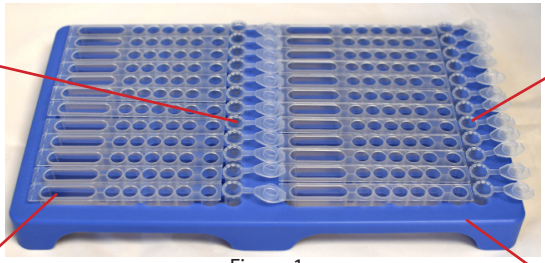
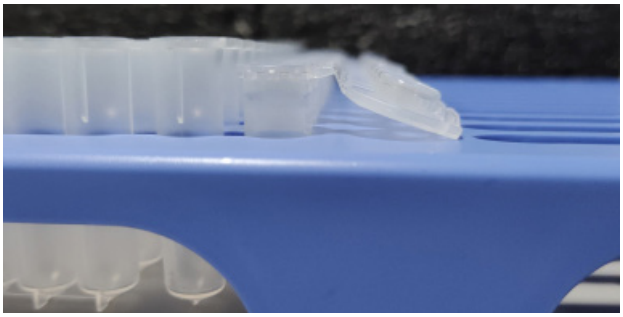

Figura 1
Figura 3
3. Retire con cuidado el sello de los cartuchos e inmediatamente coloque el cartucho en la bandeja cuando esté listo junto con los tubos de elución en las posiciones correspondientes (Figura 1).
5. Asegúrese de que los tubos de elución estén colocados abiertos, con las tapas orientadas hacia la derecha del tubo y presionadas hacia abajo (Figura 3). Si hay otro cartucho de reactivo en el lado derecho, asegúrese de que las tapas del tubo de elución estén metidas debajo del borde del primer pocillo, como se muestra en la Figura 1.